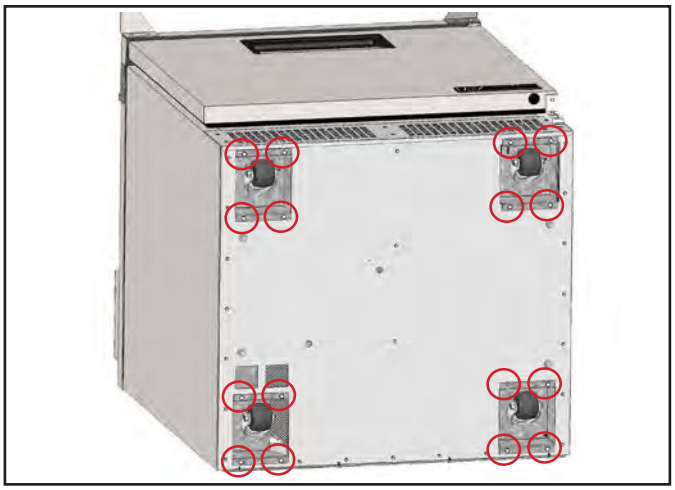

***Fig. 9.*** Locate castor box. Back out the four screws anchoring the box.
2. Remove the castor box. See fig. 9.